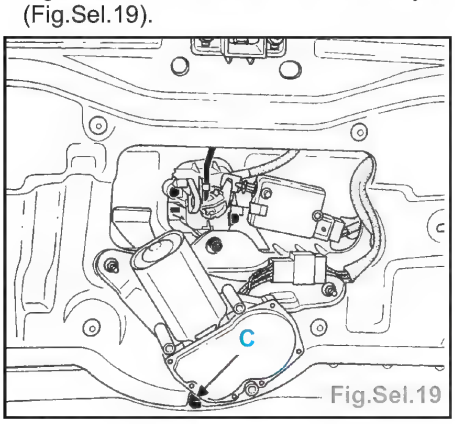

Fig.Sel.19
- Juste après la pose du mastic sur la lunette, la présenter au-dessus de son logement sur le hayon et la centrer en mettant en place le pion (C) dans son logement sur le bord de tôle du hayon (Fig.Sel.19).